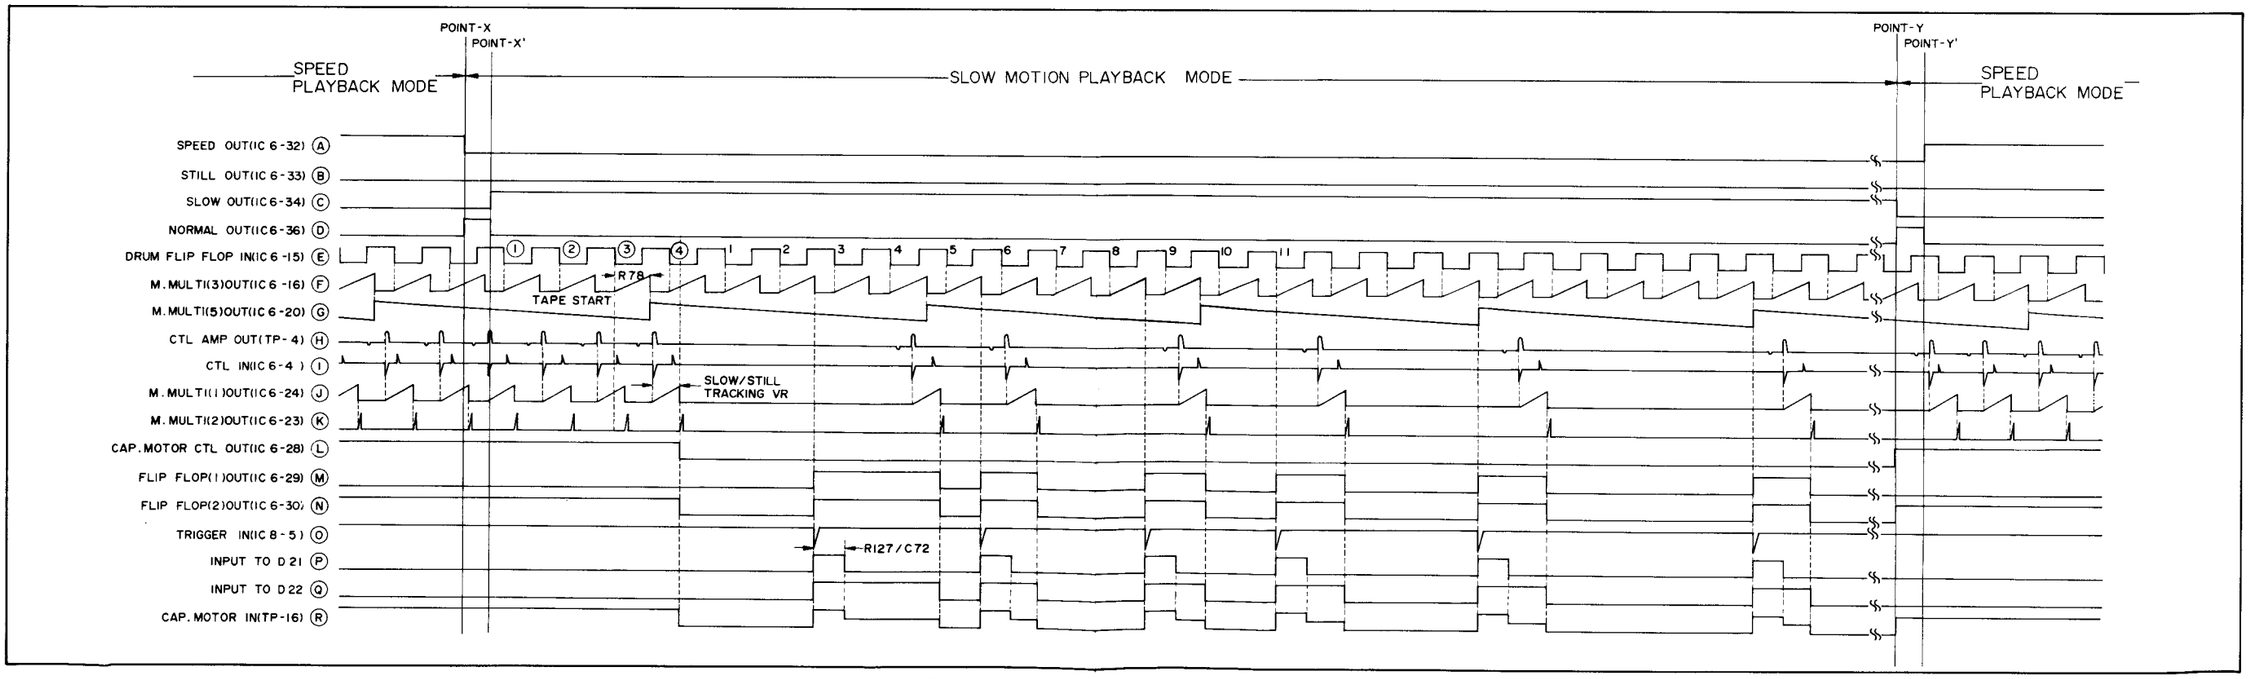

Fig. 2-12 Timing chart at switching from speed play back to slow motion
Point X in Fig. 2-12 indicates when the mode is switched from speed to slow motion playback. At this point, speed out (A) becomes released and normal playback obtained to Point X'. This is determined by the remote controller switch timing.
Operations when switching from the speed to the still playback mode can be adequately understood by referring to Fig. 2-12.